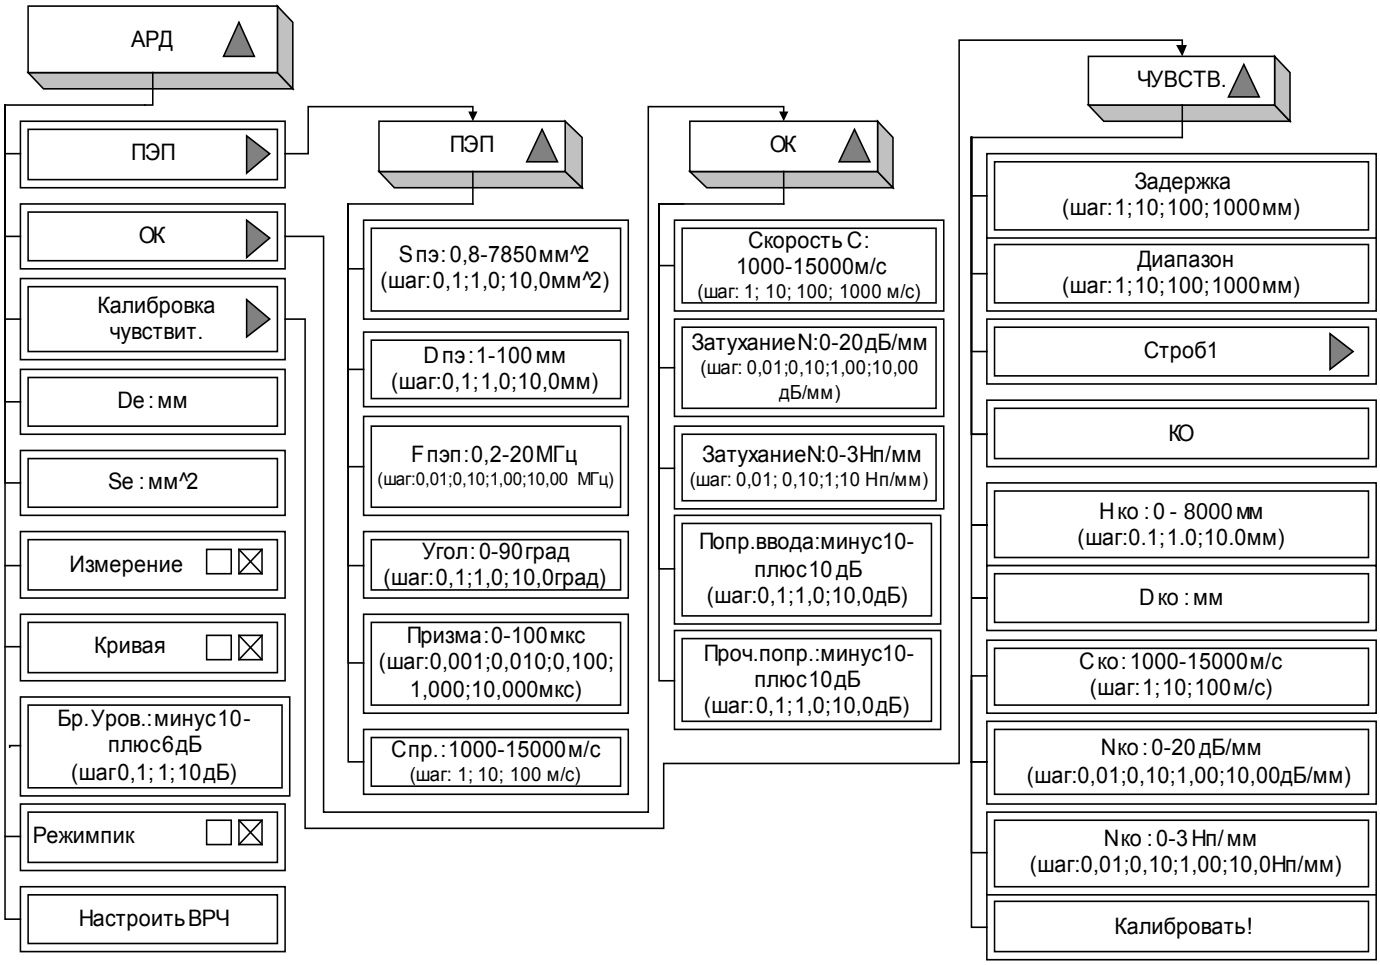

Рисунок 29 – Меню «АРД»
6.3.1.9 Меню «**АРД**» имеет следующую структуру (рисунок 29):